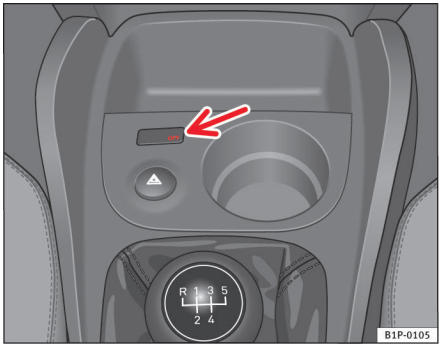

Fig. 26 Kontrollampe, der viser om forsædepassagerens airbag er frakoblet
– Kontroller, at kontrollampen OFF i instrumentpanelet ⇒ fig. 26 lyser, mens tændingen er tilsluttet ⇒ ⚠.
– Kontroller, at kontrollampen ⇒ side 41, fig. 26 *ikke* lyser, mens tændingen er tilsluttet ⇒ ⚠.